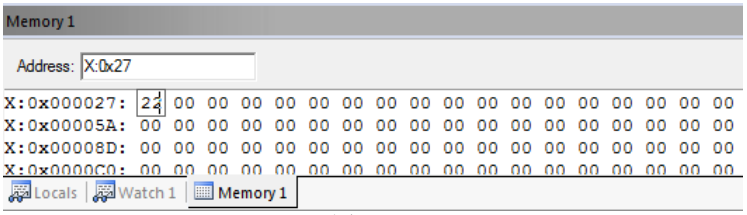

图 4.2.5
2. 写入新的值，任意位置单击鼠标，完成修改，如图 4.2.5